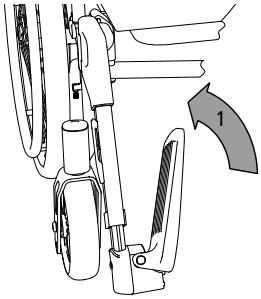

fig. 7
1. Pour le montage de la palette monobloc, rabattre une palette repose-pieds vers le haut (1, fig. 7).